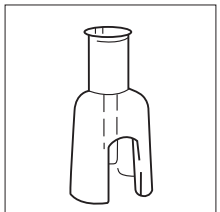

図6　VAMPニードルレスカニューレ
(2)採血するには、VAMPニードルレスカニューレおよびシリンジを使用します（図6および7)。
(4)清潔操作でカニューレを持ちます（図6)。